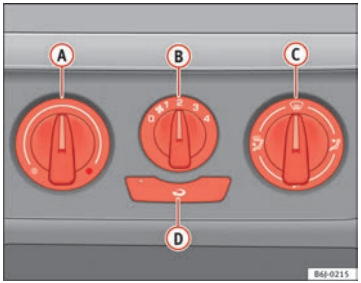

Fig. 89 Heating controls on the dash panel
– Using the controls (A) and (C) and with the switch (B) ⇒ fig. 89 you can adjust the temperature, the air distribution and the blower speed.
– Press the button (D) to switch air recirculation mode on or off. When the function is activated, a warning light on the button is turned on.